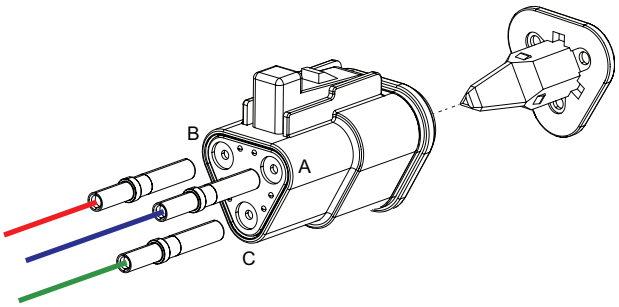

Figure 7
29. Crimp Deutsch terminals (0128782) on end of blue, red and green harness wires, see Figure 7.
32. Insert blue wire into connector (2HB201) position A, see Figure 7.
33. Insert red wire into connector (2HB201) position B, see Figure 7.
34. Insert green wire into connector (2HB201) position C, see Figure 7.
35. Insert wedge lock (1131489) into front of connector, see Figure 7.